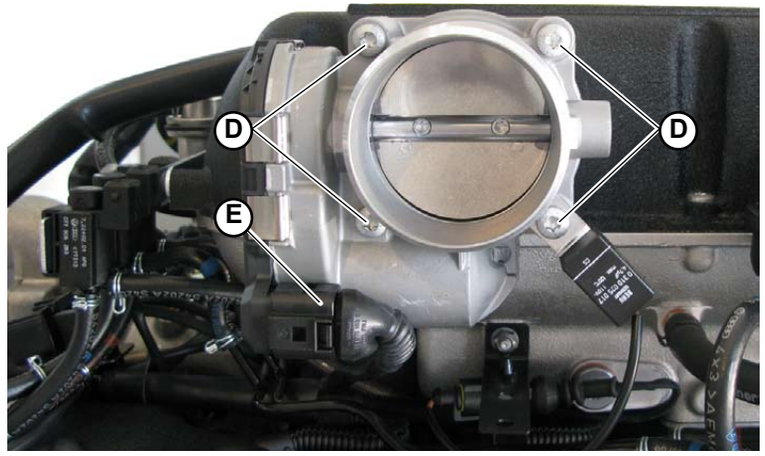

Fig.2
2. Disconnect the throttle body from the engine by unscrewing the 4 screws (**D-Fig. 2**) and detaching the connector (**E-Fig. 2**).